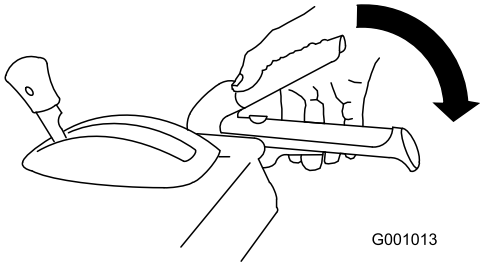

Figur 36
1. For at indkoble snegle-/rotordrevet skal du klemme snegle-/rotorgrebet til højre for håndtaget (Figur 36).